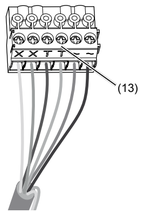

Bild 7: verdrahteter Anschluss-Klemmblock
- Anschluss-Klemmblock (13) vom Videoeinsatz nach unten hin abziehen.
- Adernpaar der 2Draht Busleitung an die Klemmen **XX** des Anschluss-Klemmblocks anschließen (Bild 7).
- Gegebenenfalls Türöffner-Leitung an die Klemmen **TT** des Anschluss-Klemmblocks (Bild 7 und 8) anschließen.
- Für Ruftasten-Hinterleuchtung und Kameraheizung 12 V~ Zuleitung vom Netztransformator an die Klemmen ~~ des Anschluss-Klemmblocks anschließen (Bild 7).